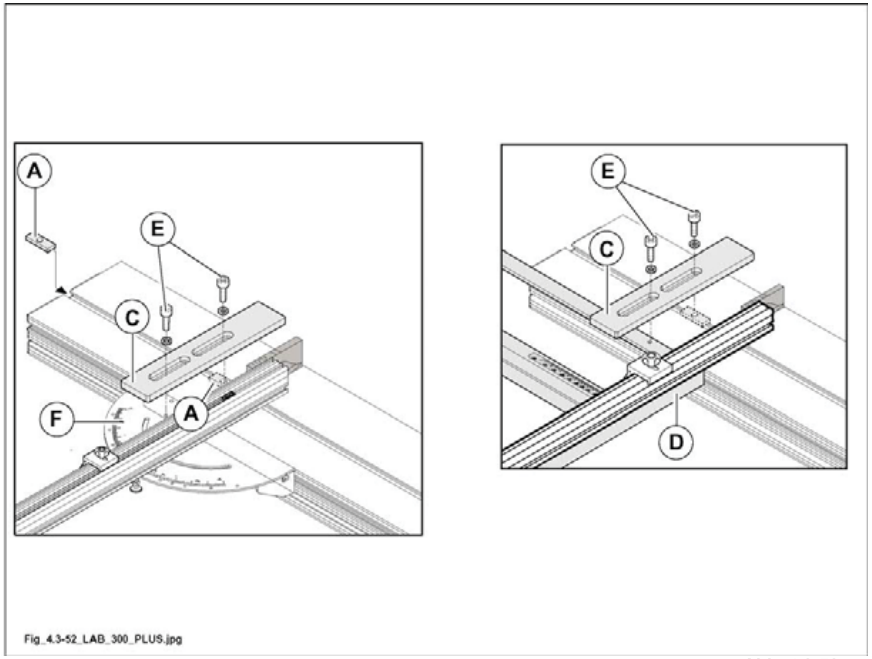

Abb. 4.3-52
- Setzen Sie die Keilleiste (A Abb. 4.3-52) in die Rille des Schiebetisches.
- Befestigen Sie den Zapfenschneidetisch (C Abb. 4.3-52) mit den Schrauben (E Abb. 4.3-52) am Tisch (D Abb. 4.3-52) oder (F Abb. 4.3-52).